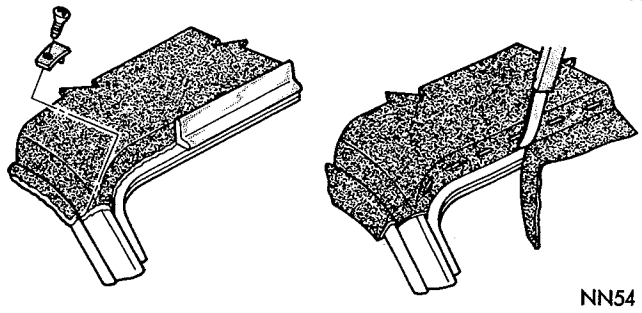

**Fig. 5—Trimming and Sealing at Window Reveal**
(13) Trim fabric at base of windshield reveal, halfway between upper and lower edges of pillar moulding (Fig. 5).
(14) Trim fabric at base of rear window reveal.